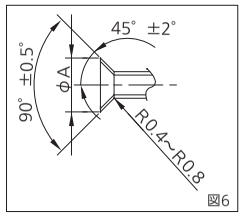

図6
- 液管・ガス管（現地調達）をフレア加工します。（図6・表参照）